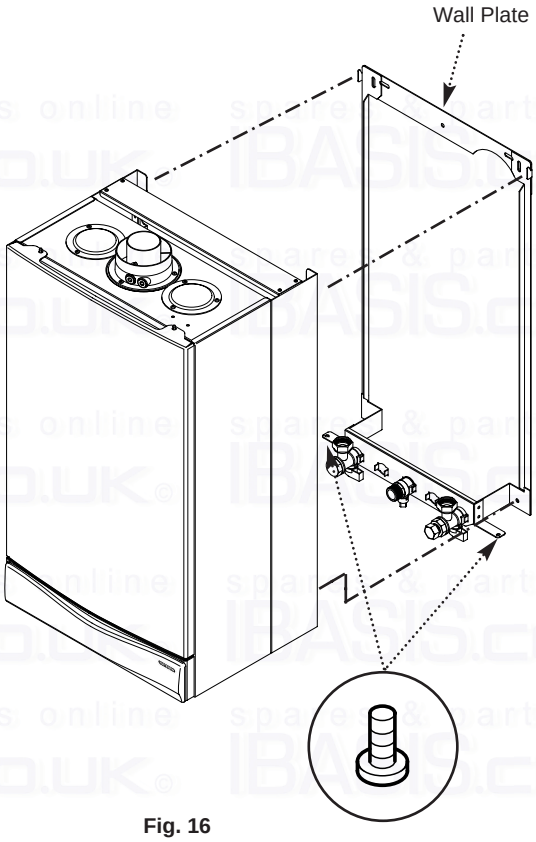

**Fig. 16**
2. Lift the boiler using the lower edges. Engage the slots at the top rear of the boiler on the wall plate (Fig. 16).
5. Secure the boiler side panels to the boiler wall plate flanges using the screws provided (Fig. 16).